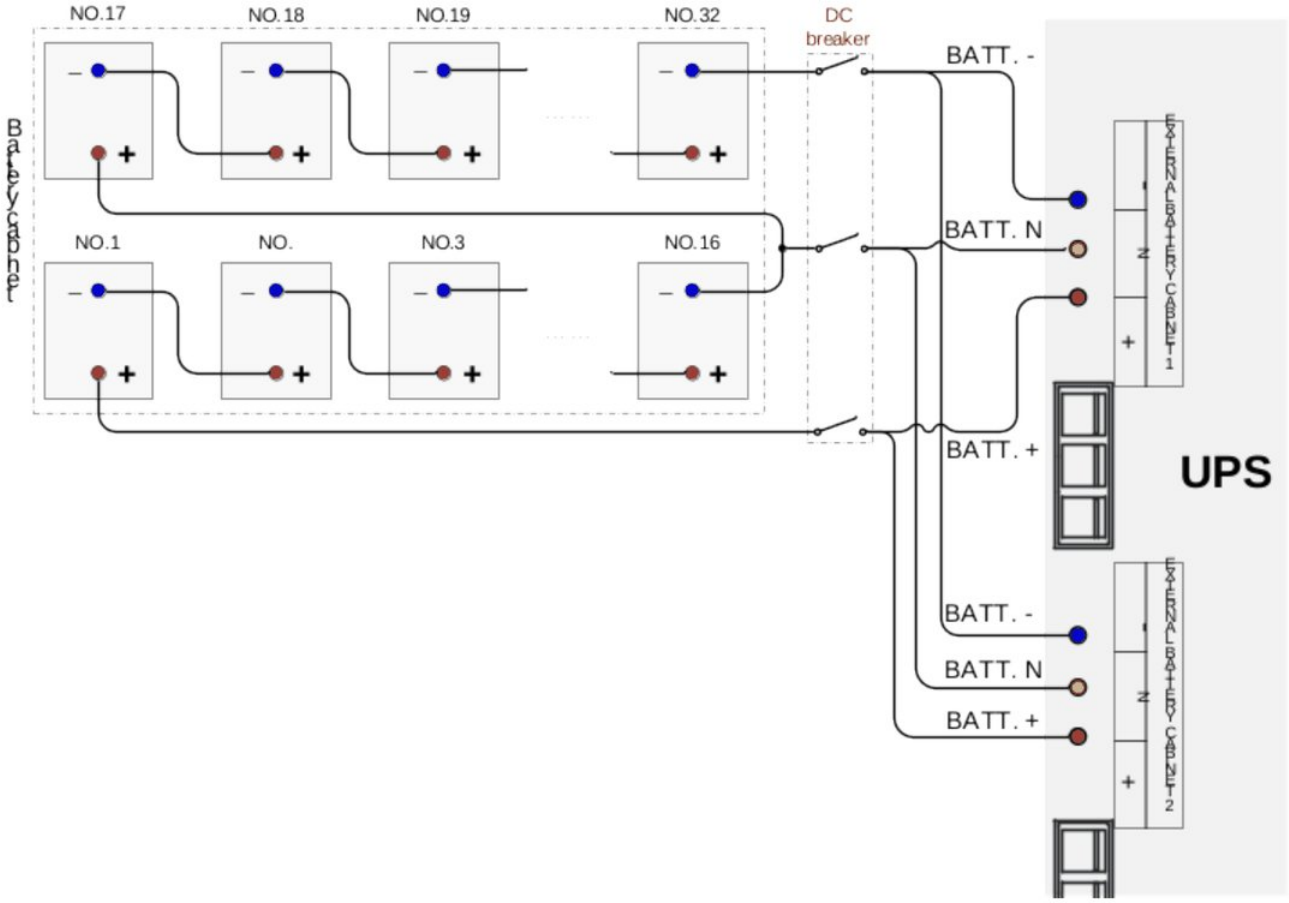
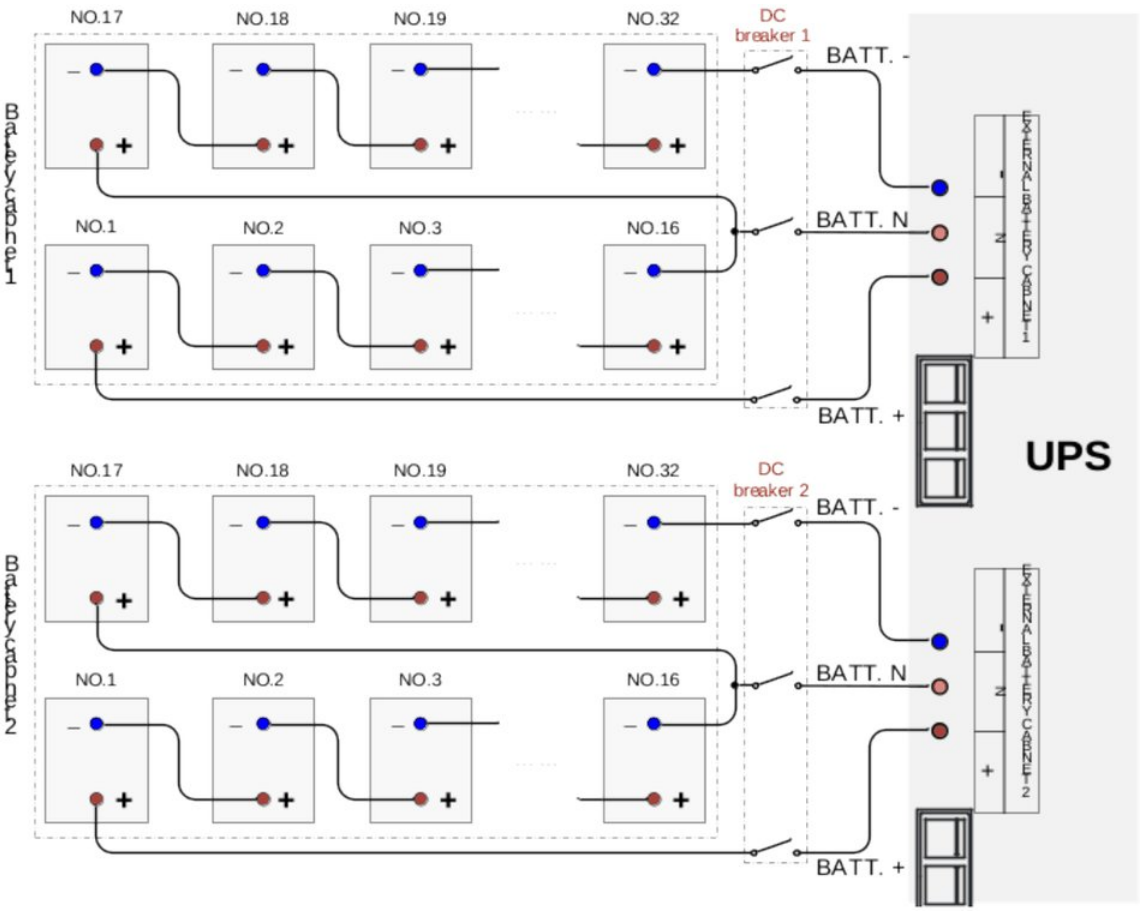

**FIGURE 3-25** Wiring diagram 1 of 30K/40K UPS
**FIGURE 3-26** Wiring diagram 2 of 30K/40K UPS
Figure 3-25 and Figure 3-26 show the wiring methods for the 30K/40K UPS.
- Wiring method 1: 32 battery blocks (12 V) connected separately to the two external battery ports; each battery cabinet has one 3P breaker; the external wiring comprises BATT.+, BATT.- and BATT. N, as shown in Figure 3-25.
- Wiring method 2: 32 battery blocks (12 V) connected to each external battery port; each battery cabinet has one 3P breaker; the external wiring comprises BATT.+, BATT.- and BATT. N, as shown in Figure 3-26.